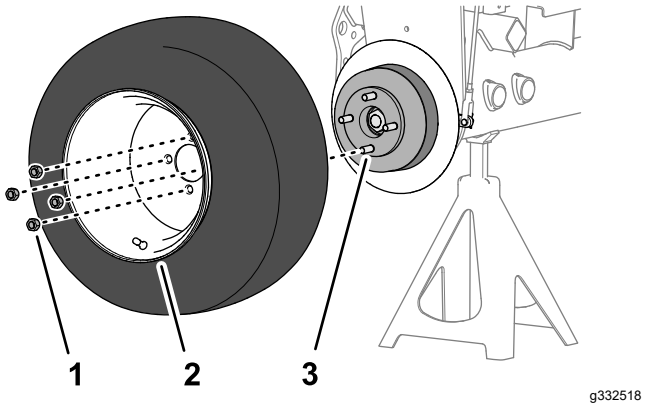

Figure 75
1. Fixez la roue sur le moyeu avec les 4 écrous de roue (Figure 75), et serrez les écrous à la main.